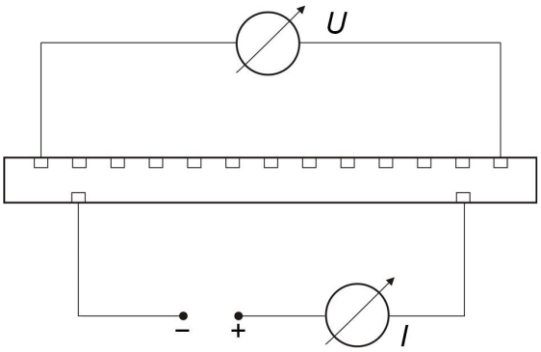

Fig. 1 Représentation schématique de la mesure à quatre conducteurs
- Brancher le bloc d'alimentation et l'ampèremètre comme le montre la Fig. 1. À hauteur des deuxième et douzième points de mesure, les tiges métalliques possèdent deux alésages latéraux pour la connexion électrique.